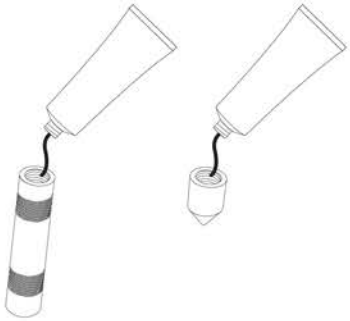

Рисунок 2. Нанесение пасты
6.4. Перед соединением всех резьбовых деталей на резьбу необходимо нанести токопроводящую пасту (см. рисунок 2).